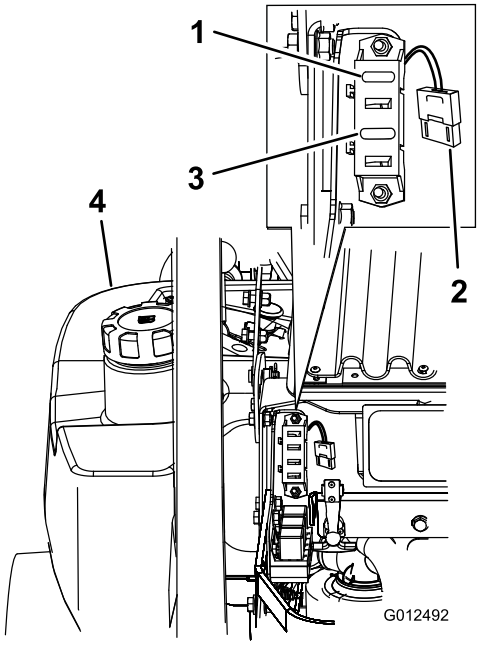

Figur 59
1. Lossa motorkåpan och fäll upp den för att få åtkomst till säkringshållaren (Figur 59).
3. Sätt i en ny säkring (Figur 59).